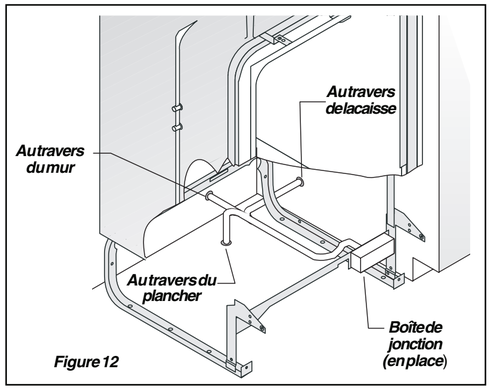

Figure 12
1. Enlevez le couvercle de la boîte de jonction et tirez le câble de la maison dans la boîte de jonction. **Voir figures 12 et 13.**